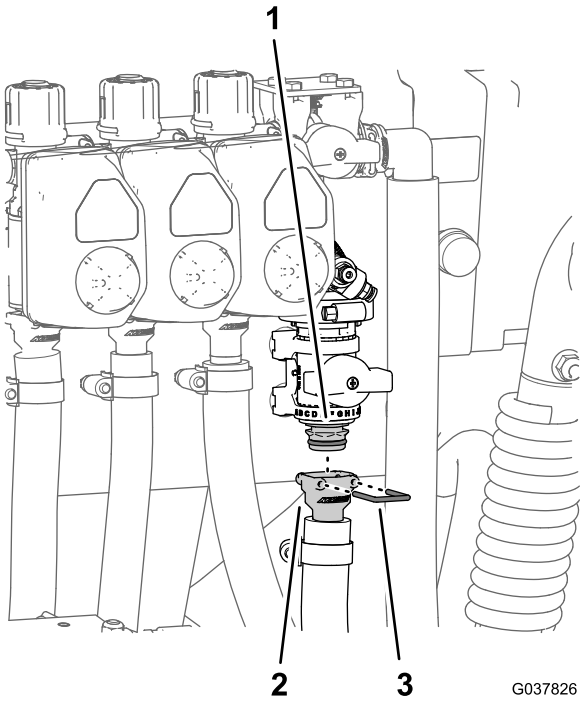

Figuur 98
2. Breng de rechte slangpilaar van de slang aan op de snelkoppelfitting van de flensafsluitklep (Figuur 98).
3. Bevestig de rechte slangpilaar en de snelkoppelfitting met de borgclip die bij de snelkoppelfitting van de slang is geleverd (Figuur 98).